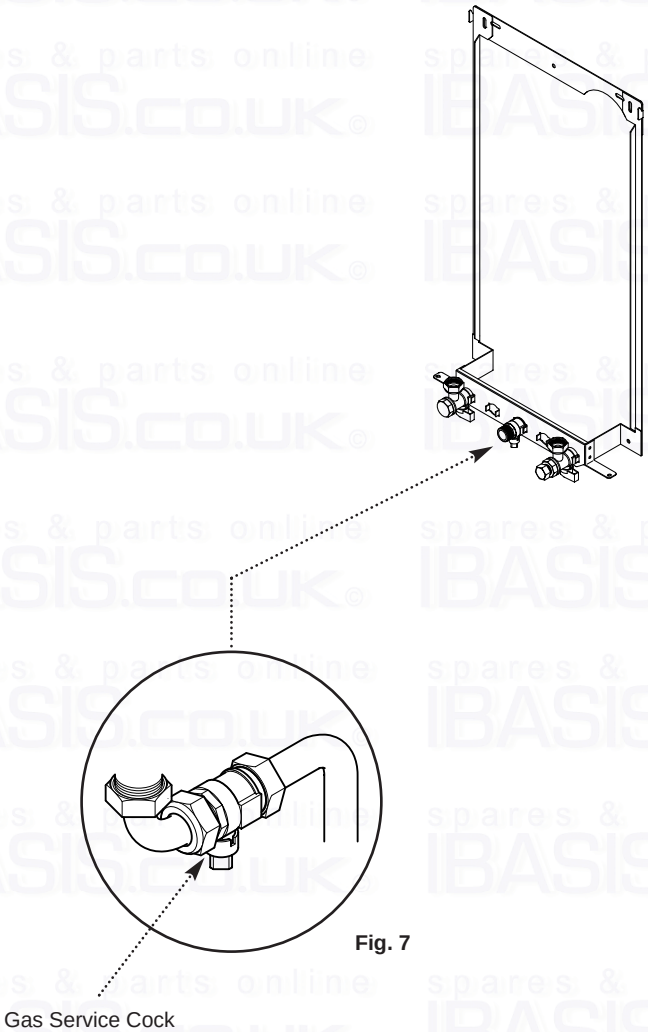

**Fig. 7**
2. The connection to the appliance is a 22mm copper tail located at the rear of the gas service cock (Fig. 7).